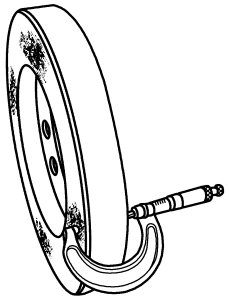

图 1-18　测量减振器的厚度
① 有无磕碰痕迹及安装孔锥形情况。
② 表面有无裂纹、起皱、扭曲变形、外表凸起情况。
③ 摇动扭振减振器有无响声。
④ 选取 4 点，去除油漆，测量减振器的厚度，测量点的厚度差应小于 0.25mm，见图 1-18。